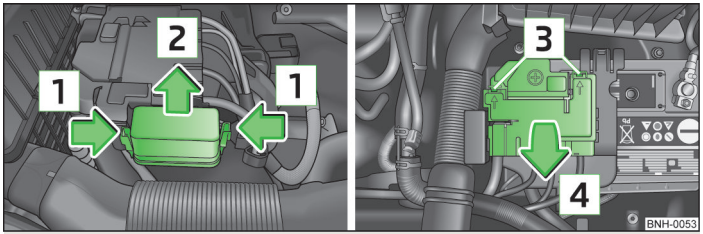

Fig. 124 **Vehicle battery: Cover for the fuse box (variant 1)**
- Press together the interlocks of the cover simultaneously in the direction of the arrow 1 » Fig. 124.